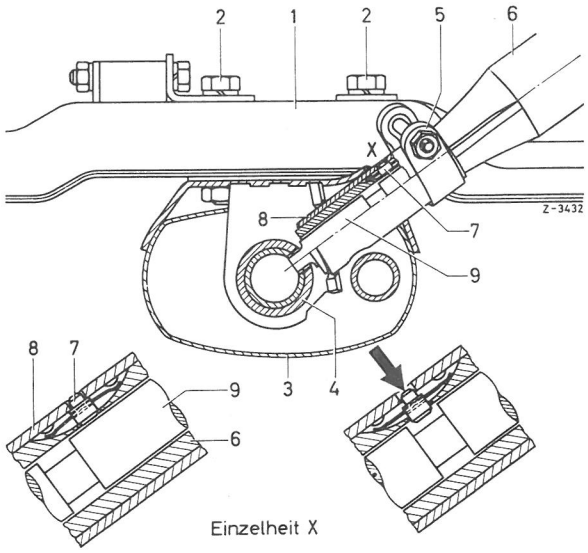

Fig. 46-14/2
1o Begge sekskantbolte (2) til befæstelse af ratsøjlen (3) på traversen (1) skrues ud og ratsøjlen tages af (fig. 46-14/2).